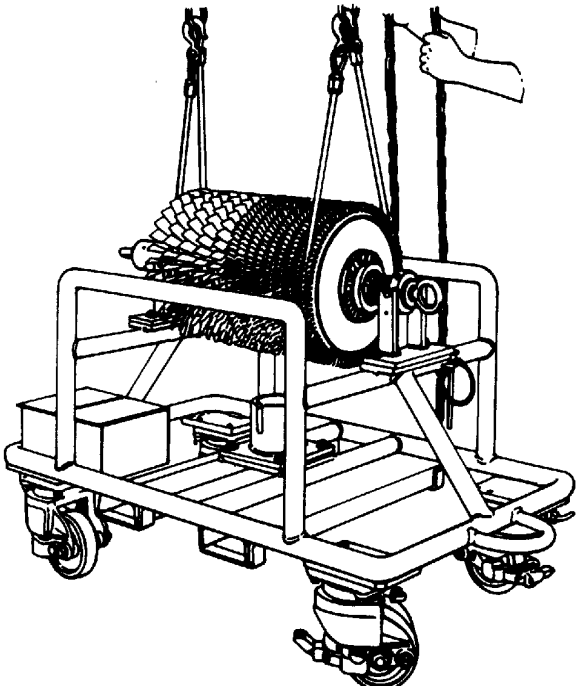

Figure 19. Installing Compressor Rotor in 6796833 Transportation and Storage Stand
f. Install the compressor rotor in the 6796833 compressor rotor transportation and storage stand. (See figure 19.)